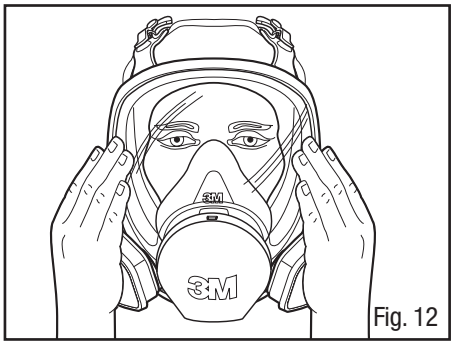

Fig. 12
1. Coloque las palmas de las manos de modo que cubran la cara del cartucho o el área abierta del Soporte del filtro 3M™ 501 e inhale con suavidad. Ha logrado un ajuste adecuado, si siente que la pieza facial se colapsa un poco y se pega a su cara sin ninguna fuga entre la cara y la pieza facial (Fig. 12).